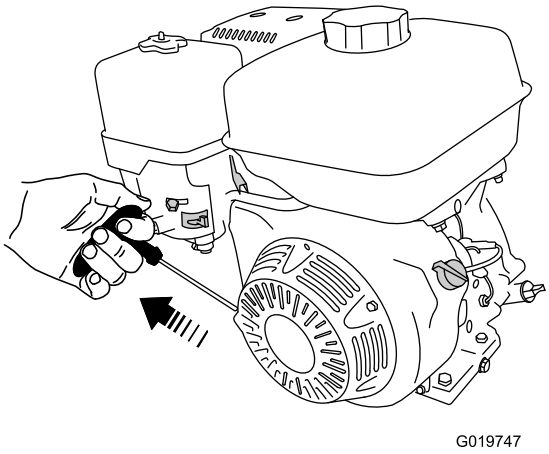

Figura 37
6. Tire del arrancador suavemente hasta que note resistencia, luego tire con fuerza (Figura 37). Deje que el arrancador vuelva lentamente a su posición inicial.